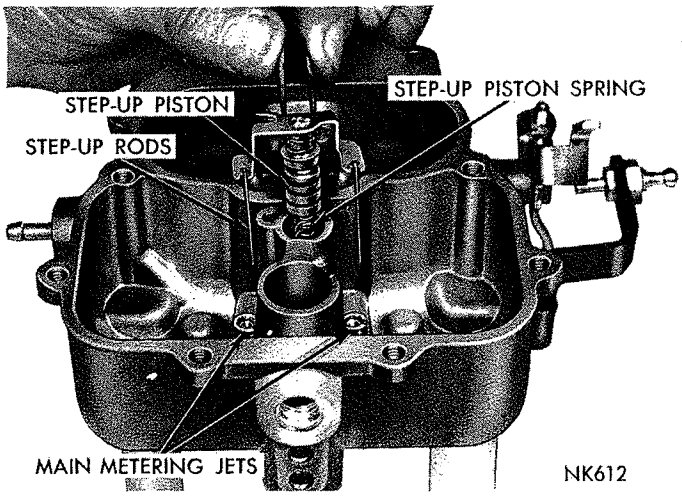

***Fig. 2—Removing or Installing the Step-Up Piston***
(9) Remove fuel inlet needle valve, seat and gasket from main body.
(10) Lift out float fulcrum pin retainer, and lift out floats and fulcrum pin.
(11) Remove step-up piston and retaining screw and slide step-up piston and rods out of well, as shown in (Fig. 2). Lift out step-up piston spring. Remove the step-up piston gasket from bottom of well.
(8) Slide step-up piston gasket down into position in the piston well, then install the step-up piston spring, step-up piston and rods. Carefully guide the step-up rods into the main metering jets. (Fig. 2.) Install the retaining screw and tighten securely. Check piston for free operation in the well.